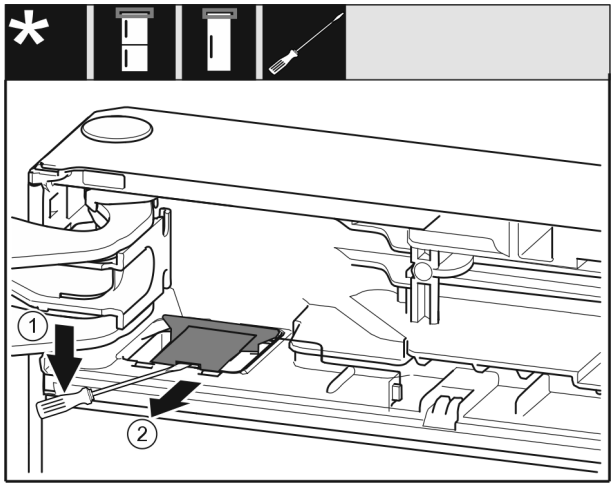

Fig. 11
- ▶ Atbrīvojiet pārsegu *Fig. 11 (1)* ar plakano skrūvgriezi.
- ▶ Izņemiet pārsegu *Fig. 11 (2)*.